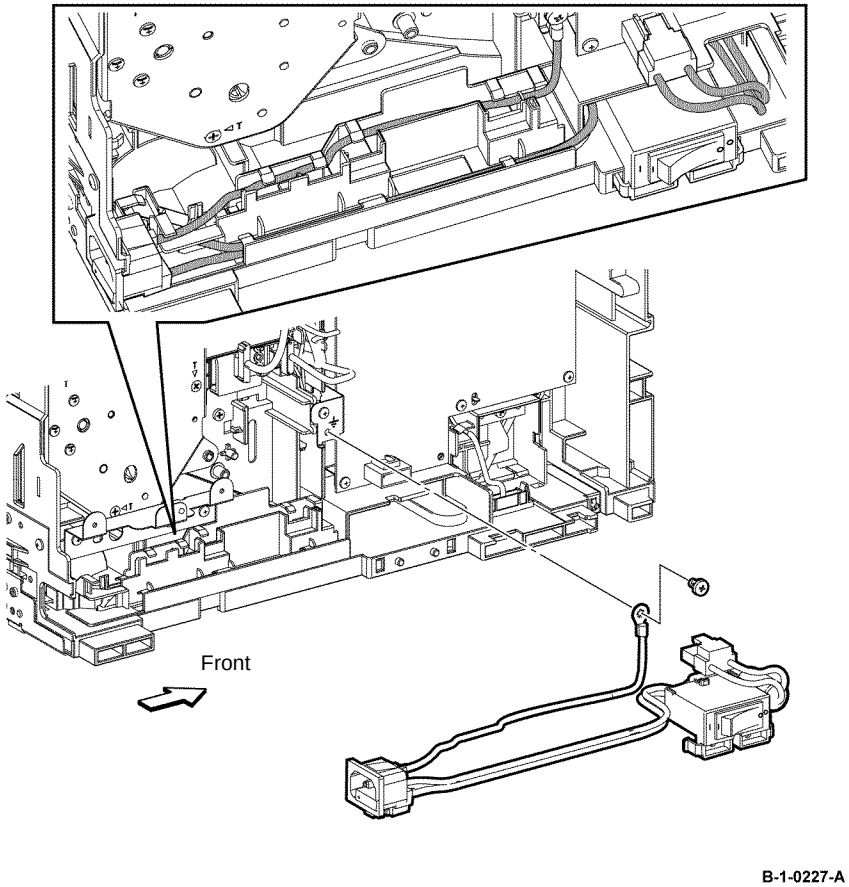

Figure 2 Inlet harness assembly removal
13. Remove one screw (silver, M4, 5mm) that fixes the earth wire. Disconnect PJ200 from the LVPS PWB. Release both sides of the hook of the power switch, then remove the inlet harness assembly, Figure 2.